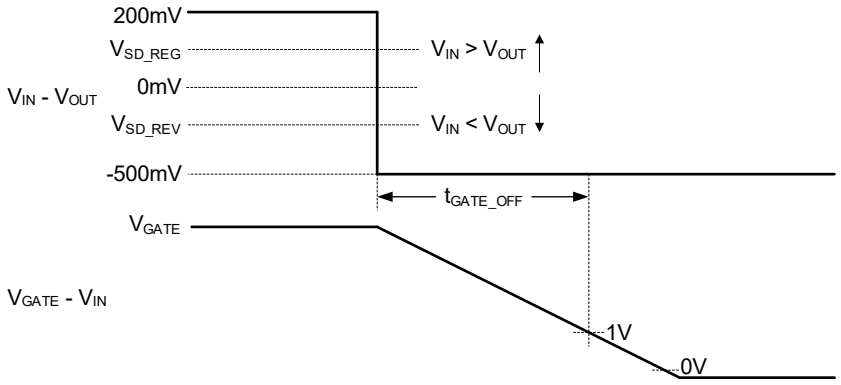

Figure 2. Forward to Reverse Transition Gate Off Timing Diagram
2. The time required for the GATE voltage to drop to V_{IN} + 1V after a (V_{IN} - V_{OUT}) transition from 200mV to -500mV. See Figure 2.